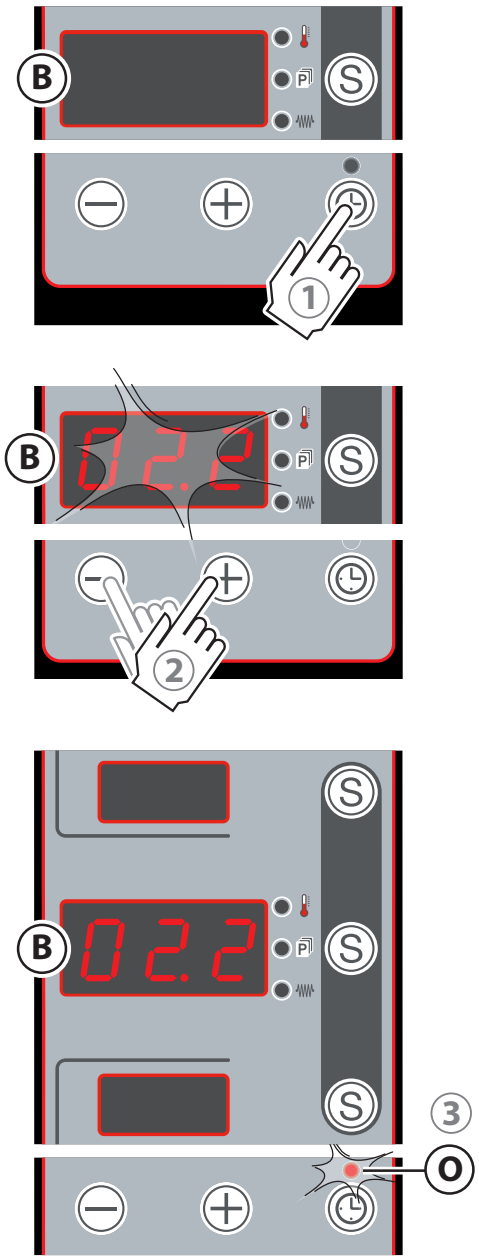

Fig. 16
Consulte ▶ el cap. "Encendido programado" en la página 15 y Fig. 16
▶ Fig. 16
(2) durante el parpadeo de la pantalla (B), mediante las teclas "**+**" o "**-**" ajustar el tiempo deseado (límite máximo 99.5, es decir, 99 horas y 50 minutos, en el ejemplo 02.2 = 2 horas y 20 min.).
(3) Cuando la pantalla deja de parpadear (B) el valor ajustado se guardará, se apagarán las otras dos pantallas y comenzará el conteo regresivo; el parpadeo del led (O) indica que la función está activa.